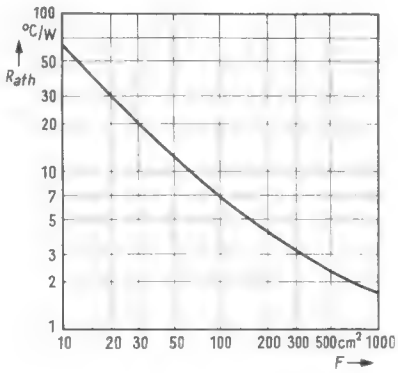
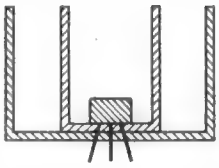

Bild 5. Kurve zum Bestimmen von Kühlflächen
Bild 7. Kühlkörper, aufgebaut aus zwei U-förmig gebogenen Kühlblechen
Eine solche Kurve zeigt *Bild 5*. Sie gibt, wie Versuche und Literatur zeigen, eine recht befriedigende Lösung der gestellten Dimensionierungsaufgabe. Die Kenntnis dieser Kurve allein reicht aber nicht aus.
4.1 Näherungsgleichung für die Kurve in Bild 5
Diese Gleichung (2,3) bestimmt einen Kurvenverlauf, der zwischen $F = 10$ cm² und $F = 200$ cm² dem von Bild 5 entspricht. Lediglich im Gebiet großer F-Werte (> 300 cm²) liegt diese Kurve um 10...15 % unter den errechneten Werten
In der Kurve Bild 5 sind nun auch diese unterschiedlichen Einflüsse deutlich zu erkennen. Mit größer werdender Kühlfläche nimmt der Wärmewiderstand langsamer ab, weil eben dann der erste Summand von Gleichung (17) etwa gleich dem zweiten wird, d. h. der Vorteil der größeren Wärmeabstrahlfläche kommt deshalb nicht voll zur Geltung, weil gleichzeitig
Bild 6. Vergleich zwischen der Kurve R_{ath} von Bild 5 und dem Wärmewiderstand R_{thK} bei Wärmeaustausch durch Konvektion für eine vertikale, quadratische Platte bei Δt 40 °C (Kurve 8 von Bild 3)
der Leitungswiderstand innerhalb des Materials wächst. *Bild 6* macht dies deutlich. Hier ist einmal die Kurve von Bild 5 und zum anderen die Kurve 8 von Bild 3 eingetragen. Bei der zweiten ist lediglich die Konvektion einer vertikalen Platte berücksichtigt. Deshalb sind auch beide Kurven bei kleinen Kühlflächen angenähert parallel, denn der Wärmebahnwiderstand ist dabei zu vernachlässigen. Bei größeren Flächen dagegen verläuft die R_{ath}-Kurve flacher als die R_{thK}-Kurve, bedingt durch den steigenden Leitungswiderstand im Material. Aus diesem Grund wählt man auch bei großen Kühlflächen nicht ein einziges Blech, sondern man schachtelt U-förmig gebogene Bleche ineinander *(Bild 7)*. Dadurch wird der Wärmetransportweg nicht zu groß.
Die Kurve Bild 5 gilt zunächst für ein 2 mm starkes Aluminiumblech, das glatt ist und vertikal aufgestellt wird. Wie verlagert sich nun die Kurve Bild 5, wenn diese Voraussetzungen geändert werden?
Nach Gleichung (17) und Abschnitt 4.1 ergeben sich nur bei großen Kühlflächen ($F > 200$ cm²) merkliche Abweichungen gegenüber der Kurve von Bild 5.
Auch in diesem Fall müssen Abweichungen gegenüber der Kurve Bild 5 bei größeren Kühlflächen, d. h. größeren Wärmebahnwiderständen, berücksichtigt werden. Kupfer gibt kleinere R_{ath}-Werte als Aluminium, Eisen und Messing geben höhere R_{ath}-Werte als Aluminium.
In diesem Fall treten nur dann erhebliche Abweichungen von den Werten der Kurve in Bild 5 auf, wenn sich der Absorptionskoeffizient a (Abschnitt 2.4) wesentlich erhöht. Für die Abschätzung der dann gültigen R_{ath}-Werte benützt man die Kurven von Bild 4.
Erhöht man a z. B. auf 0,2 oder 0,85, so muß man den bei der gegebenen Kühlfläche abgelesenen Wert mit 4 bzw. 17 multiplizieren. Der so erhaltene Wärmeleitwert G_{thS} wird in einen Wärmewiderstand umgerechnet (R_{thS}). Aus der Parallelschaltung von R_{ath} (Bild 5) und R_{thS} ergibt sich der für die andere Oberfläche gültige Wert R_{ath}.
Nach der Kurve Bild 5 ergibt sich für R_{ath} 2,4 °C/W; durch Erhöhung von a auf 0,2 erniedrigt sich nun R_{ath} auf 2,12 °C/W,
Der Kurve Bild 5 ist ein vertikal gestelltes Kühlblech zugrunde gelegt. Sieht man eine horizontale Lage vor, so ändern sich die Werte nur geringfügig. Einen Anhaltspunkt bietet Gleichung (17), Abschnitt 4. Die Konstante C ändert sich von 0,85 auf 1 bzw. von 0,43 auf 0,5, also um etwa 20 %.